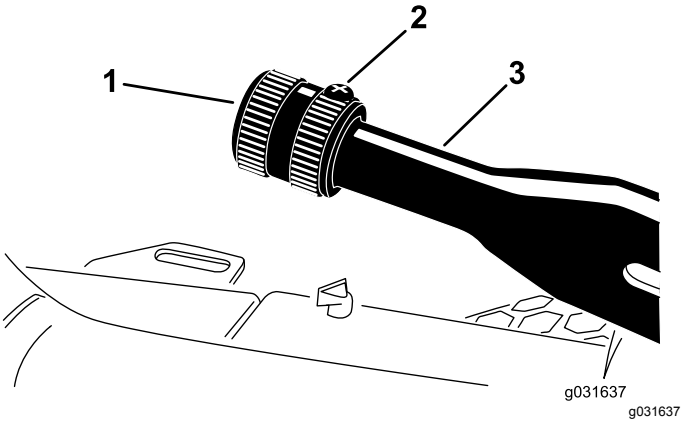

Figura 58
1. Allentate la vite a pressione che fissa la manopola alla leva del freno di stazionamento (Figura 58).